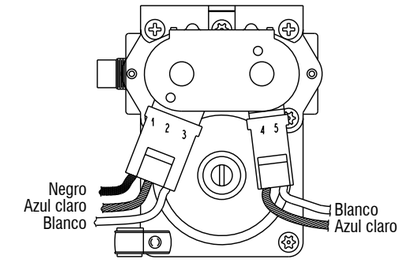

Figura 13: Medición de resistencia de la válvula de gas.
3. Use un ohmímetro para determinar si una bobina de la válvula de gas no funciona bien. Retire los enchufes del mazo de cables. Mida la resistencia entre terminales (consulte la Figura 13). Las lecturas deben coincidir con las que aparecen en la siguiente tabla. De lo contrario, reemplace las bobinas.